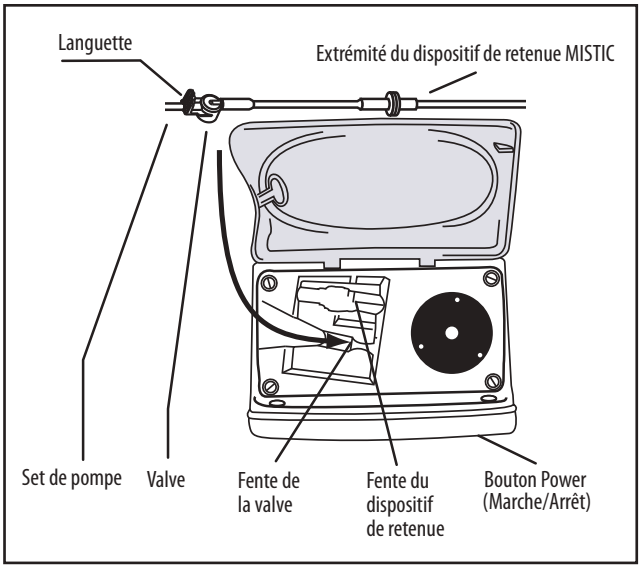

Figure 6A.
2. Charger le set de pompe en tenant la languette sur la valve, puis en insérant la valve dans la fente située à gauche. (Figure 6A)